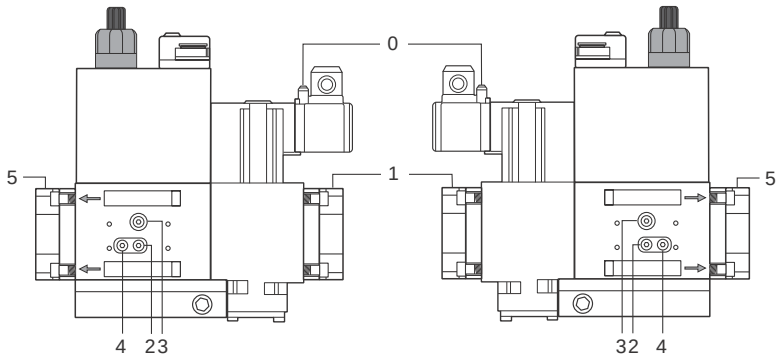
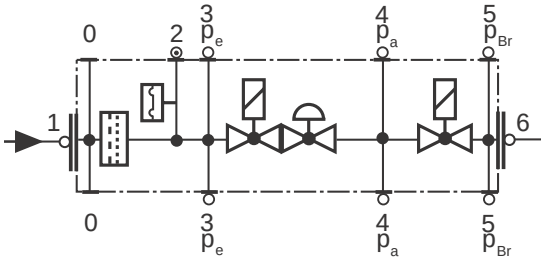

Fig. 35
Fig. 36
- Pulire o sostituire il filtro se la differenza di pressione fra i punti 1 e 2 (Fig. 35-Fig. 36) $\Delta p > 10$ mbar.